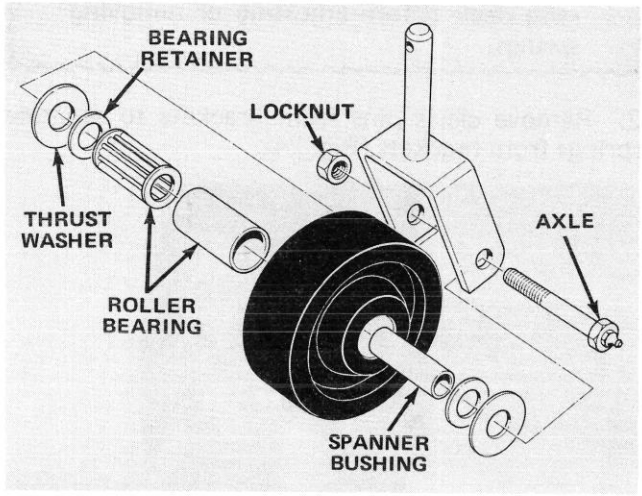

Figure 28
1. Remove locknut from axle holding castor wheel assembly between castor fork (Fig. 28). Grasp castor wheel and slide axle out of fork.
Note: Account for the two bearing retainers and thrust washers (Fig. 28).
2. Tip wheel to the side and allow roller bearing and spanner bushing to fall out (Fig. 28).
6. Pump more grease through grease fitting on axle (Fig. 28) until bearing is greased thoroughly.